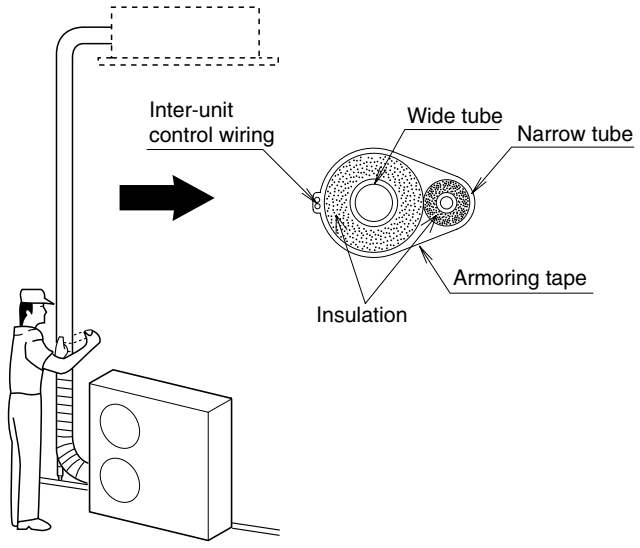

**Fig. 7-12**
(1) At this time, the refrigerant tubes (and electrical wiring if local codes permit) should be taped together with armoring tape in 1 bundle. To prevent condensation from overflowing the drain pan, keep the drain hose separate from the refrigerant tubing.
(2) Wrap the armoring tape from the bottom of the outdoor unit to the top of the tubing where it enters the wall. As you wrap the tubing, overlap half of each previous tape turn.
(3) Clamp the tubing bundle to the wall, using 1 clamp approx. each meter. (Fig. 7-12)